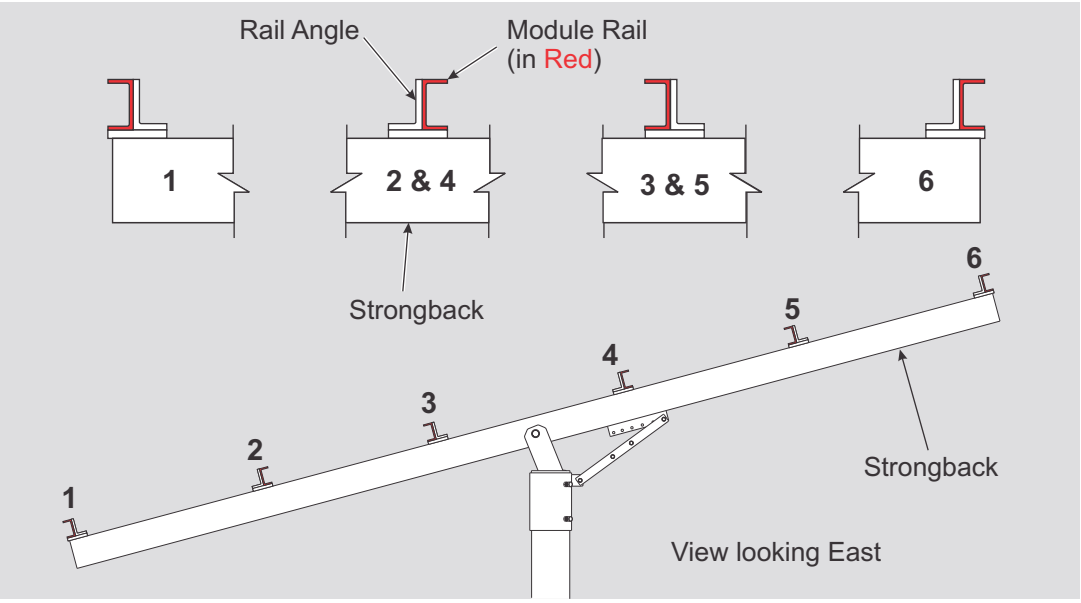
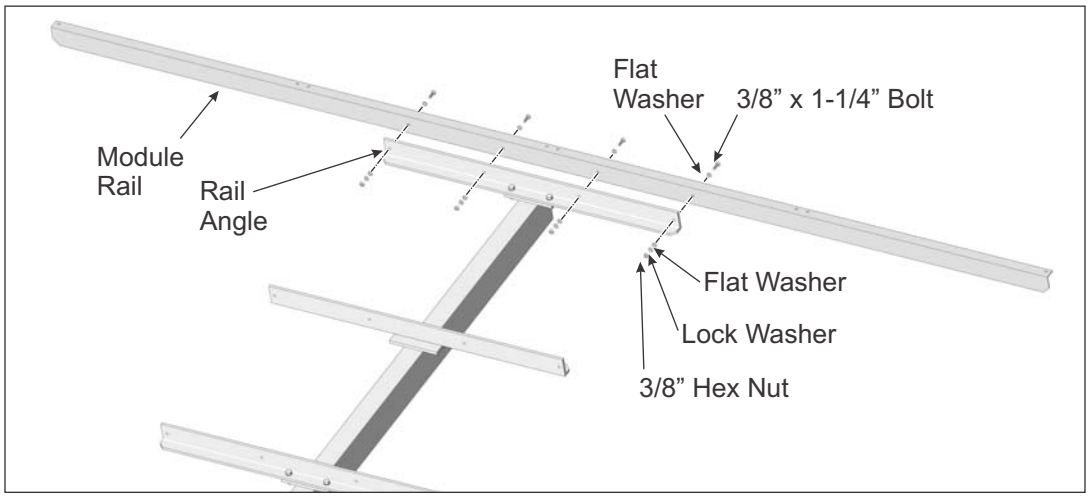

Figure 4-1: Orientation of Module Rails to Strongback
Figure 4-2: Installing Module Rail to Rail Angle
Module Rails must also be properly oriented to the Strongback; if not the PV Modules will not align to the mounting holes of the Module Rails. (See Figure 4-1)
A. Referring to Figure 4-1 for orientation of the inboard Module Rails, position the first section of Module Rail (with its angle cut end positioned north) at the northern most position on the Cross-Bars. Align the Module Rail mounting holes with the holes of the Cross-Bar mounting tabs and secure with 3/8" x 1-1/4" bolts and hardware. Finger-tighten for now. (See also Figure 4-2)